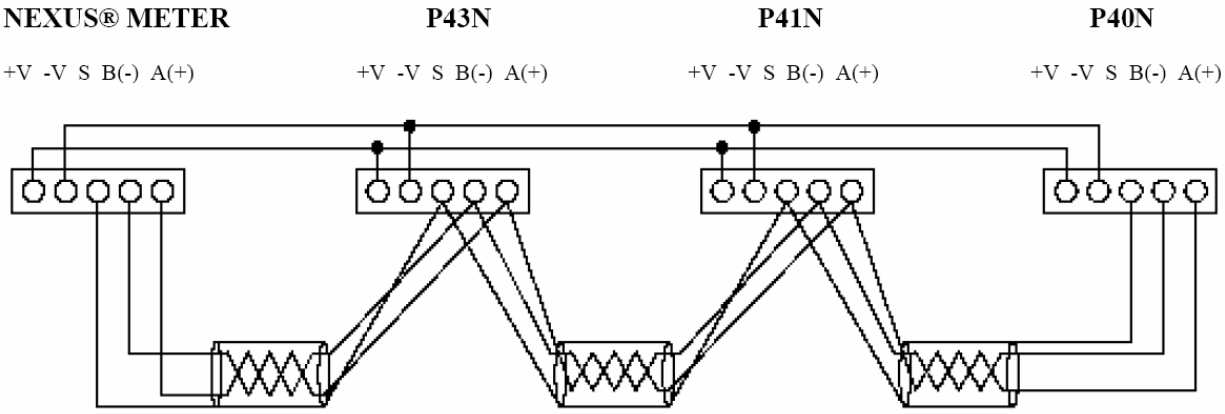

图 6.2：P40N 显示器菊花链接线
■ 可以使用一根电缆（2 根线用于 RS485，2 根线用于电源，再加 1 个屏蔽层）连接这些显示器。Nexus®仪表的一个通讯口可以提供 12VA 的功率。每个 P40N、P41N 和 P43N 要求 3.3VA（最大 3.8VA）的功耗。主显示器 P40N 是通讯网络中的主设备，因此主显示器 P40N 应该在菊花链的末端，如图 6.2 所示。
注：图 6.2 中为清楚起见，电源线分别画出，实际接线时所有的线为一根电缆。